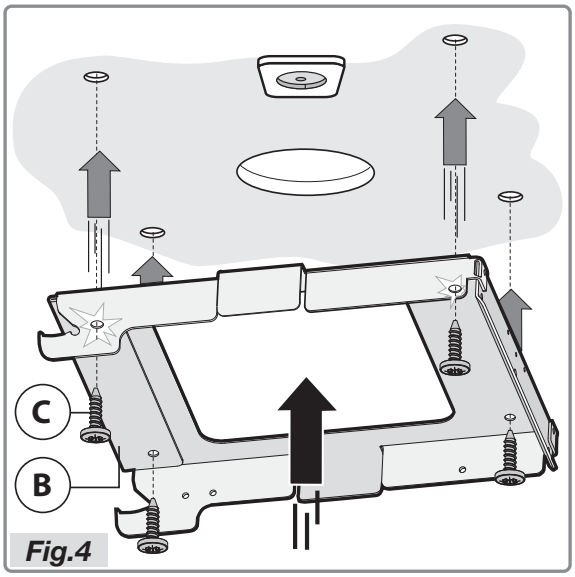

Fig.4
- Fixer la bride **B** au plafond à l'aide des quatre vis **C** (Fig.4).